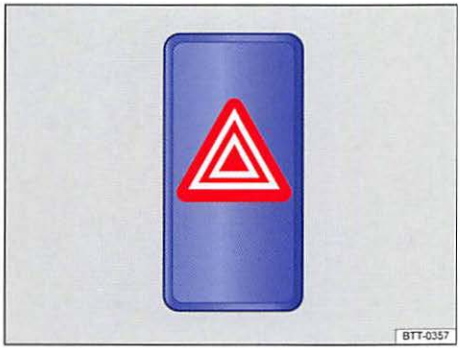

Fig. 145 In the center of the instrument panel: Switch for emergency flashers.
2. Switch on emergency flashers by pressing the ⚠ switch ⇒ fig. 145.